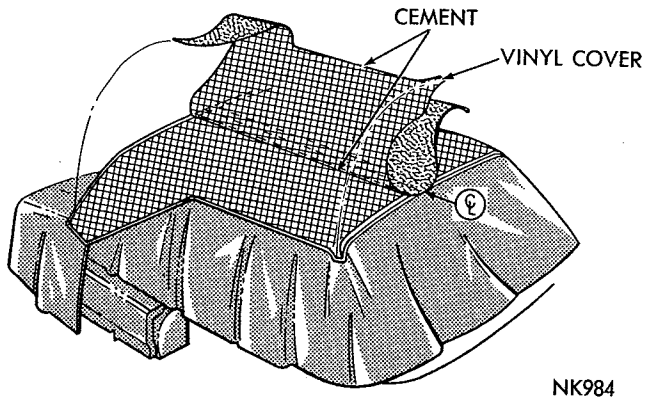

**Fig. 2—Positioning Cover to Roof Panel**
(4) When cement becomes tacky but not wet to the touch, position vinyl cover on roof, aligning the centerline marks.
(5) Apply cement to one half of roof panel and extension and to the vinyl cover half on same side (Fig. 2).
(6) When cement becomes tacky but not wet to the touch, position cover on roof.
(7) Repeat steps 5 and 6 for opposite side.
(8) Using a new paint roller, pressurize cover to the roof working from center area out toward drain troughs.